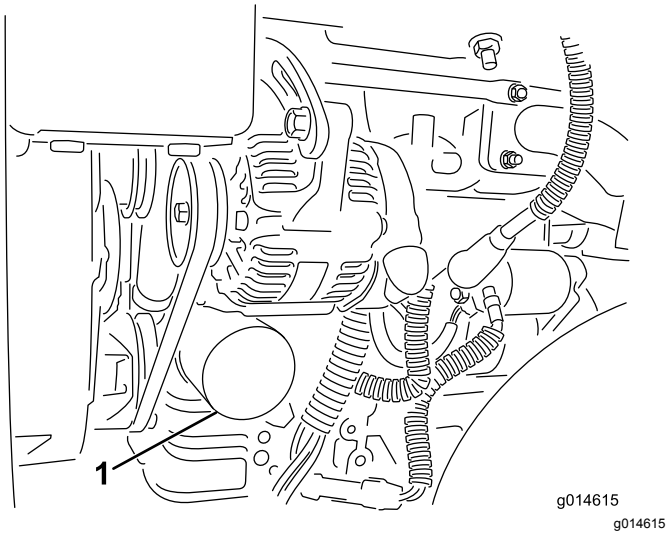

**Rysunek 33**
2. Wyciągnij filtr oleju (Rysunek 33). Nałóż cienką warstwę czystego oleju na uszczelkę nowego filtra.